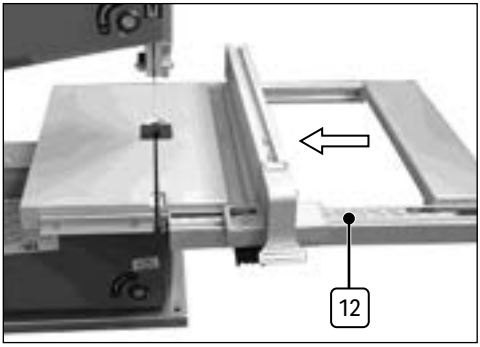

Fig. 3
6.3 Fitting the Rip Fence Rail (Fig.3)